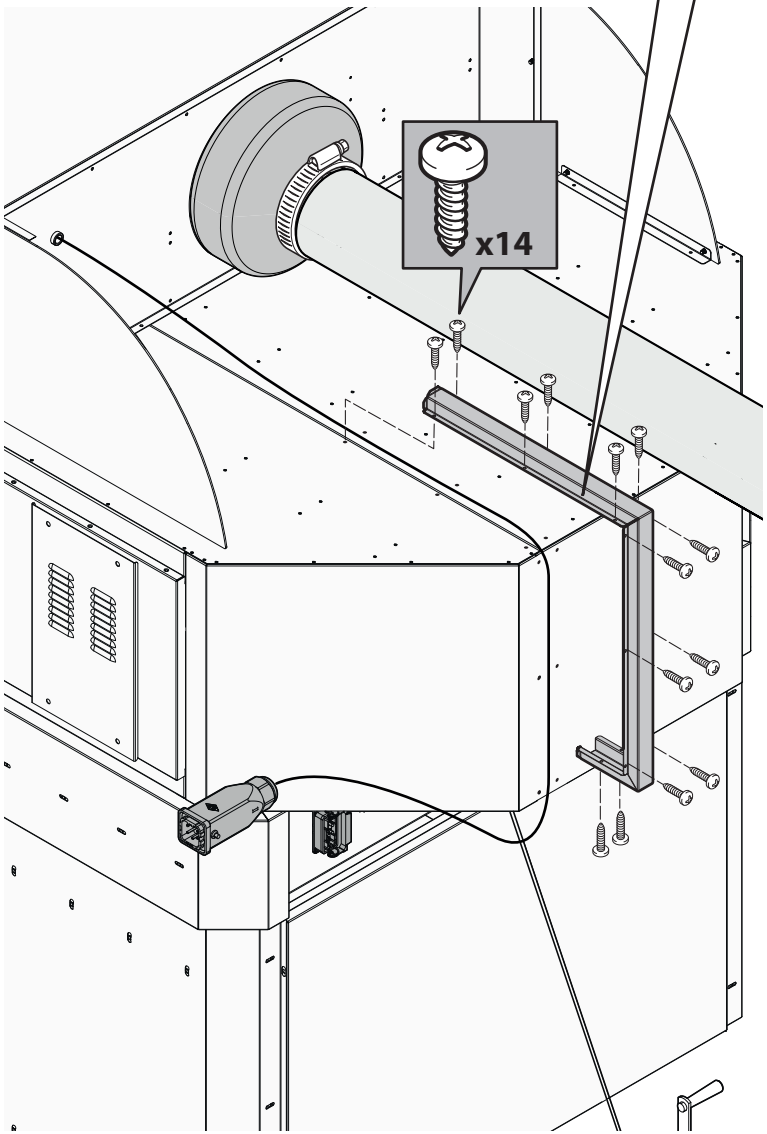

Fig. 28.
- un câble d'alimentation A (non fourni) de débit et section appropriés (voir le tableau aux pages suivantes). Il est très important que le câble d'alimentation soit correctement raccordé aux terminaux du connecteur : pour un raccordement correct, consultez la Fig. 28 au point 4 ou bien l'autocollant qui se trouve derrière le four.